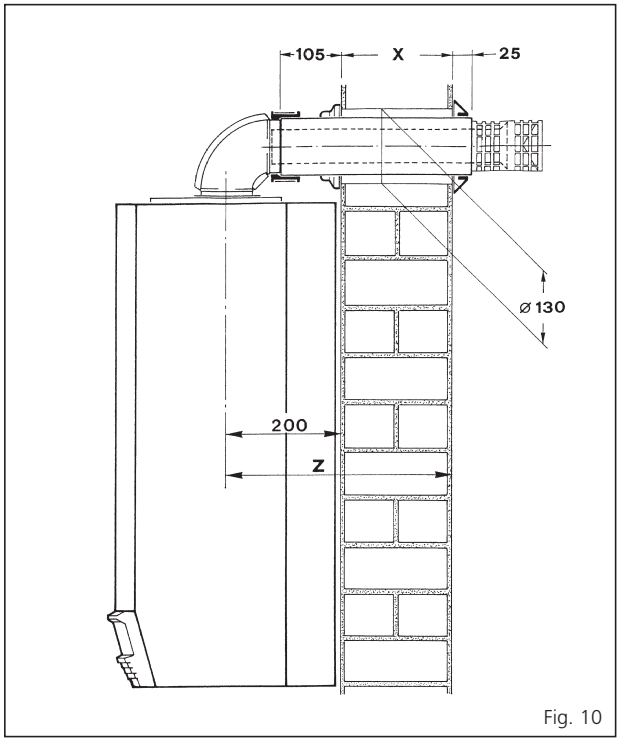

Fig. 10
– Determine whether an extension duct is required with reference to the **Z** dimension shown in figs. 10 - 11 - 13. Alternatively wall thickness information is given in Table 5.
Rear flue outlet (Only - fig. 10)